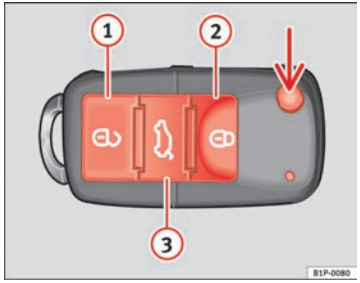

Fig. 42 Assignment of buttons on the remote control key
Using the button ⇒ fig. 42 (arrow) on the control, the key shaft is released.
Unlocking the vehicle ⇒ fig. 42 (1).
Locking the vehicle ⇒ fig. 42 (2).
Unlocking the tailgate. Press button ⇒ fig. 42 (3) until all the turn signals on the vehicle flash briefly. When the unlocking button (3) is pressed, you have 2 minutes to open the door. Once this time has passed, it will lock again.
– Press the button (2) ⇒ page 76, fig. 42 on the remote control.
– Press the button (1) ⇒ page 76, fig. 42 on the remote control.
To change the locking / unlocking status, press the button or the button 1 ⇒ page 76, fig. 42 on the remote control key.